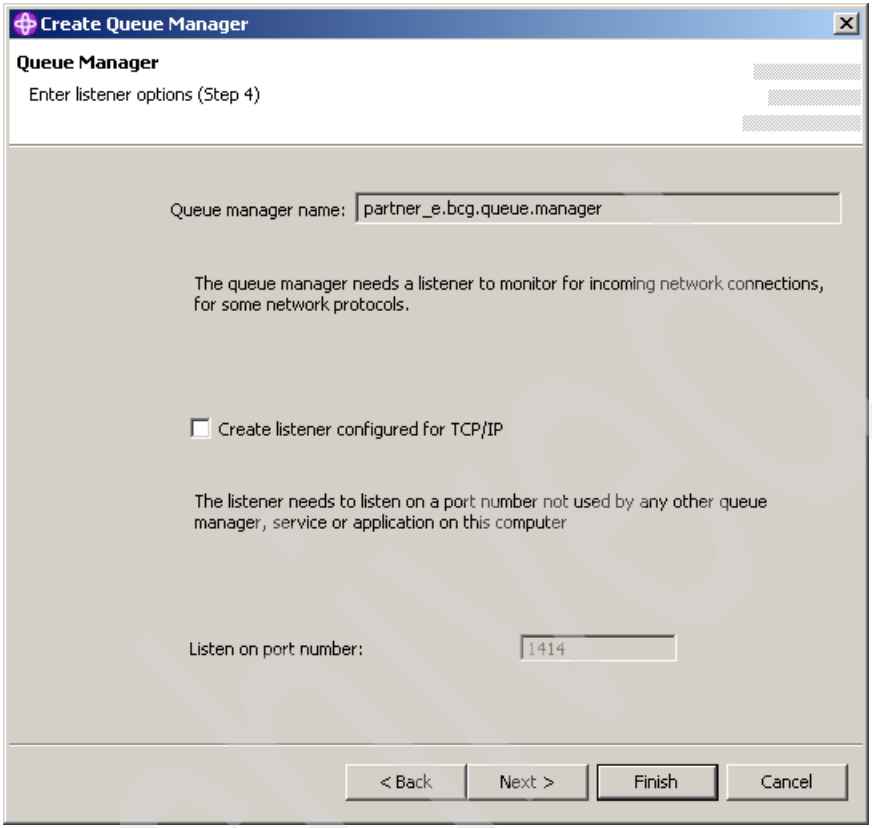

Figure 5-8 Create Queue Manager: Step 4
13. Deselect the option to create a TCP/IP listener. We perform this task later in this section, but we use another method. See Figure 5-8 on page 69.